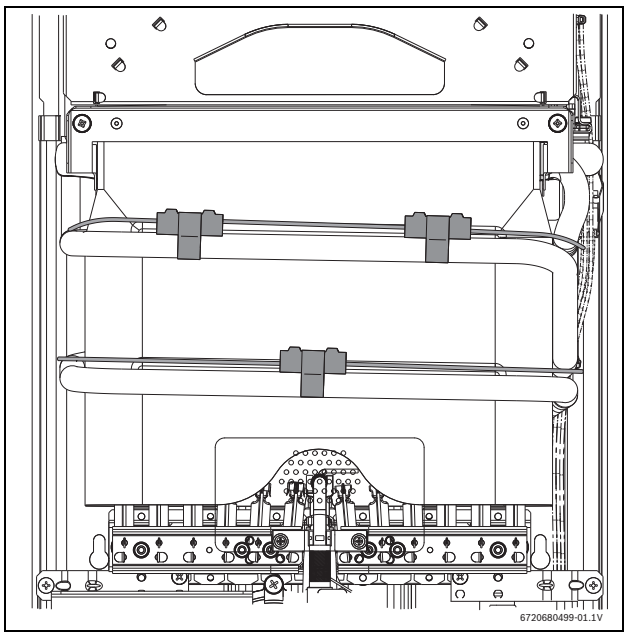
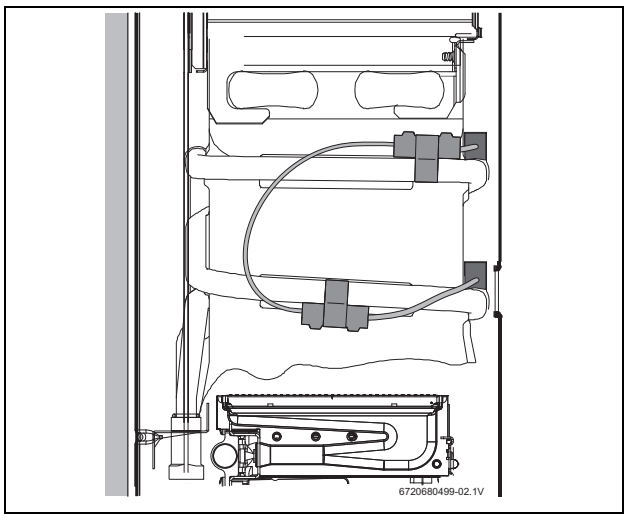
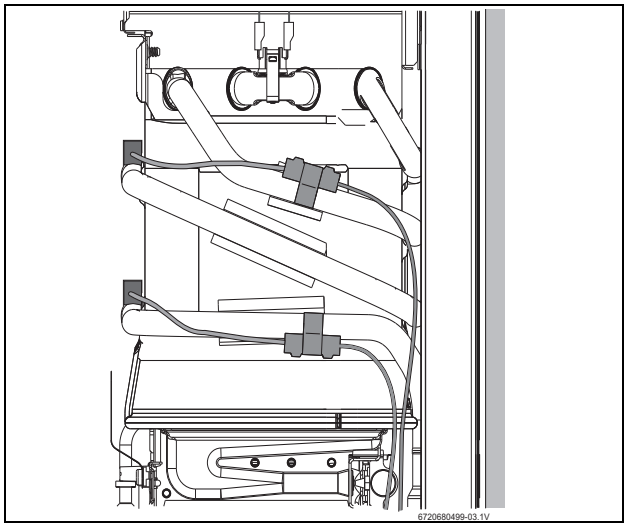

Fig. 4 Front view
Fig. 5 Left side view
Fig. 6 Right side view
▶ **3.** Place clip ceramic heating elements to heater as shown in Fig. 4, Fig. 5, and Fig. 6.